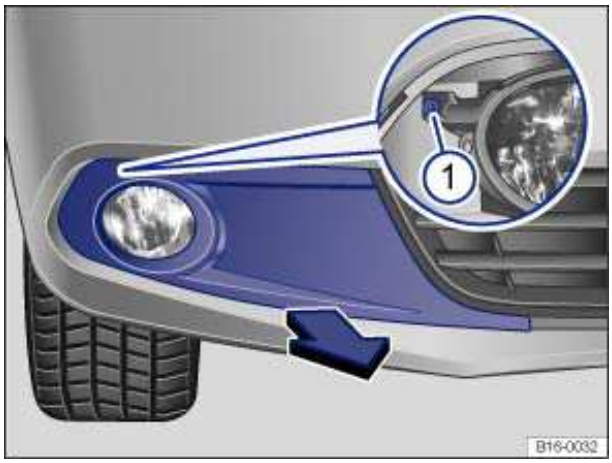
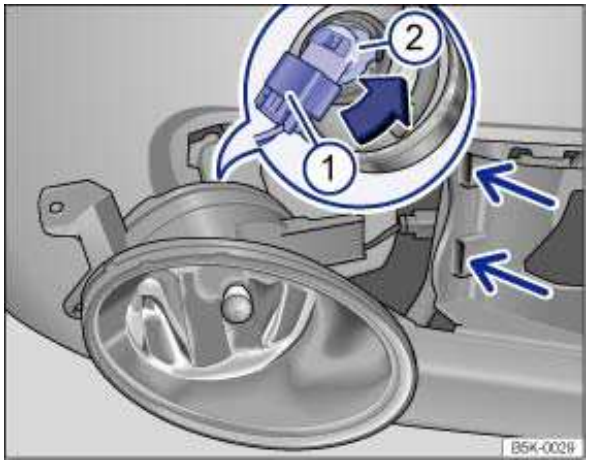

Fig. 174 In front right bumper: Dismantling the light assembly.
Fig. 175 Replacing light bulb in the fog light.
2.	Pull the cover forward in the direction of the arrow ⇒ fig. 174.
3.	Unscrew the fastening screw (1) with the screwdriver from the vehicle tool kit .
4.	Fold the headlight assembly slightly forward and pull out of the mounts ⇒ fig. 175 (small arrows).
5.	Unlock the connector plug (1) and pull it off.
6.	Rotate the bulb holder (2) counterclockwise as far as it goes and pull it out with the light bulb to the rear.
9.	Attach the connector (1) to the bulb holder (2). The connector must latch with an audible “click.”
11.	Screw the fastening screw ⇒fig. 174 (1) tightly with the screwdriver.